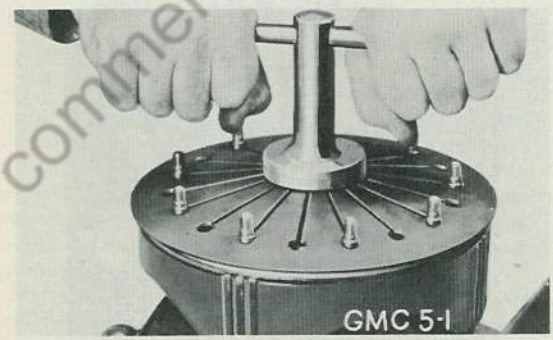

Fig. 10 Compress Diaphragm Spring Before Installing Upper Pivot Ring and Cover
3. Place diaphragm spring over bolts, convex side up, as shown in Fig. 10.
5. Install upper pivot ring and make sure that lugs on ring straddle three (3) of the bolts.